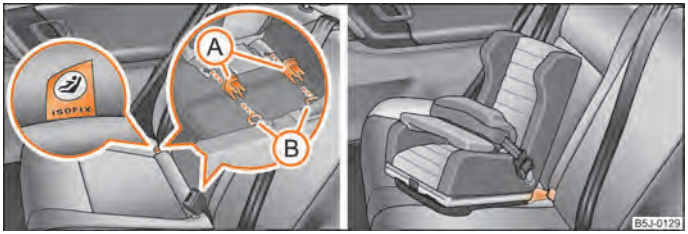

Fig. 116 Occhielli di ritegno (sistema ISOFIX) / Introduzione del seggiolino ISOFIX negli adattatori precedentemente montati
– Innestare gli adattatori Ⓐ sugli occhielli di ritegno Ⓑ tra lo schienale e i cuscini dei sedili ⇒ fig. 116.
– Introdurre i bracci di arresto del seggiolino negli occhielli di ritegno fino ad avvertire lo scatto in posizione ⇒ fig. 116.